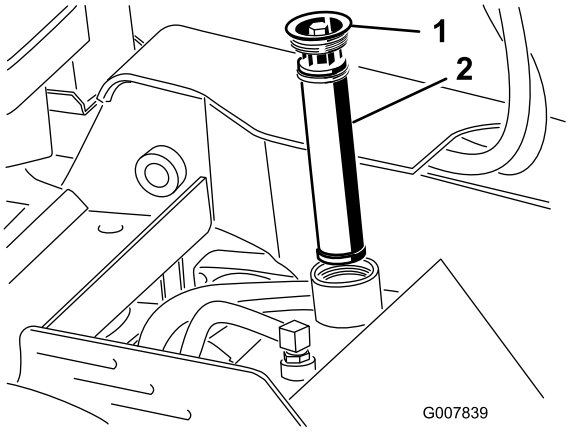

**Rysunek 58**
5. Usuń i wyrzuć stary filtr (Rysunek 58).
6. Zamontuj wymienny filtr hydrauliczny w szyjce wlewu i korek wlewu (Rysunek 58) oraz dokręć śrubę na górze momentem o wartości od 13 do 15,5 Nm.
6. Zdejmij korek wlewu zbiornika hydraulicznego i wyjmij filtr (Rysunek 58).
12. Zamontuj filtr hydrauliczny i korek wlewu (Rysunek 58) oraz dokręć śrubę na górze momentem o wartości od 13 do 15,5 Nm.